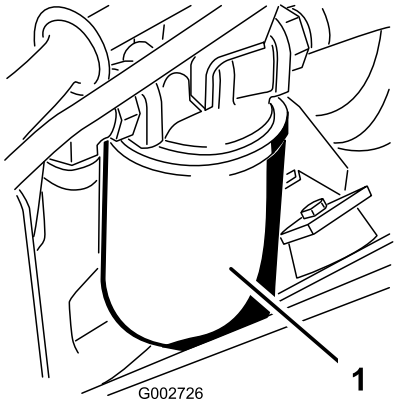

Figur 40
3. Plasser et tappefat under hydraulikkoljefilteret som sitter på venstre side av maskinen (Figur 40).